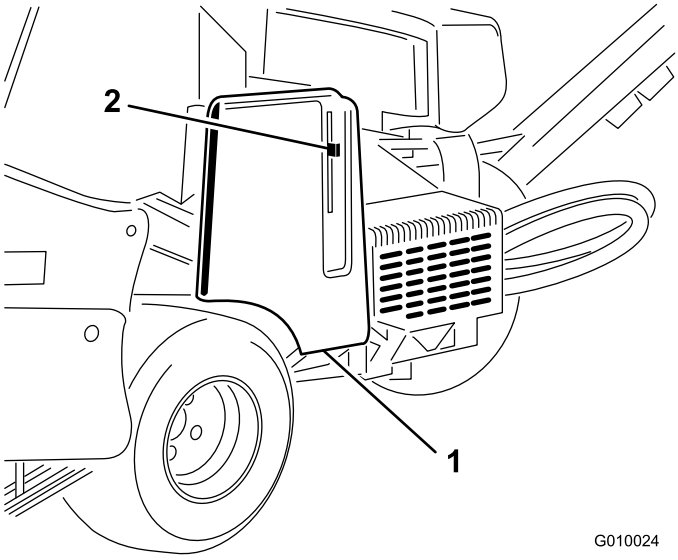
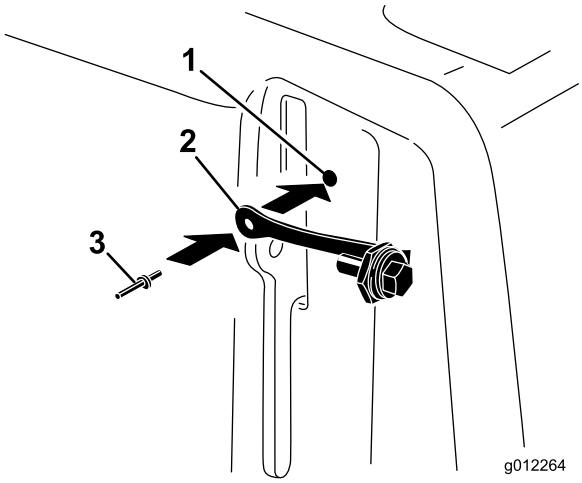

Figura 9
Figura 10
1. Localize o furo na cobertura da correia junto da alavanca de bloqueio (Figura 9 e Figura 10).
2. Utilizando o furo na cobertura da correia, instale o conjunto do cordão com um rebite emergente (Figura 10).